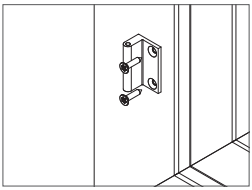

Abb. 2: Befestigungs-schrauben montieren
2. zu Abb.2: Montiereren Sie das untere Scharnier mit den Befestigungsschrauben.